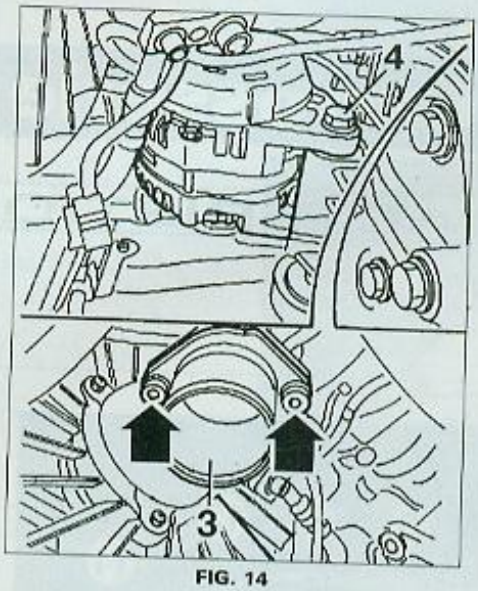

FIG. 14
- Déposer la vis de fixation supérieure (2) d'alternateur.
- Par le dessous du véhicule, déposer le manchon de sortie d'air de la turbine (Fig.14).
- Déposer la vis de fixation inférieure (4) d'alternateur.